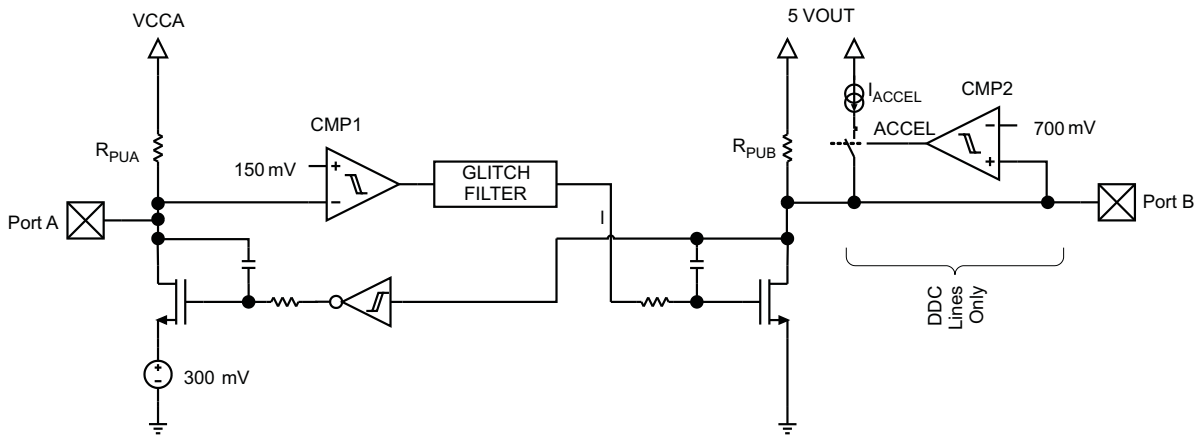

Figure 13. DDC/CEC Level Shifter Block Diagram
- The threshold of CMP1 (see Figure 13) is approximately 150 mV ± the 40 mV of total hysteresis.